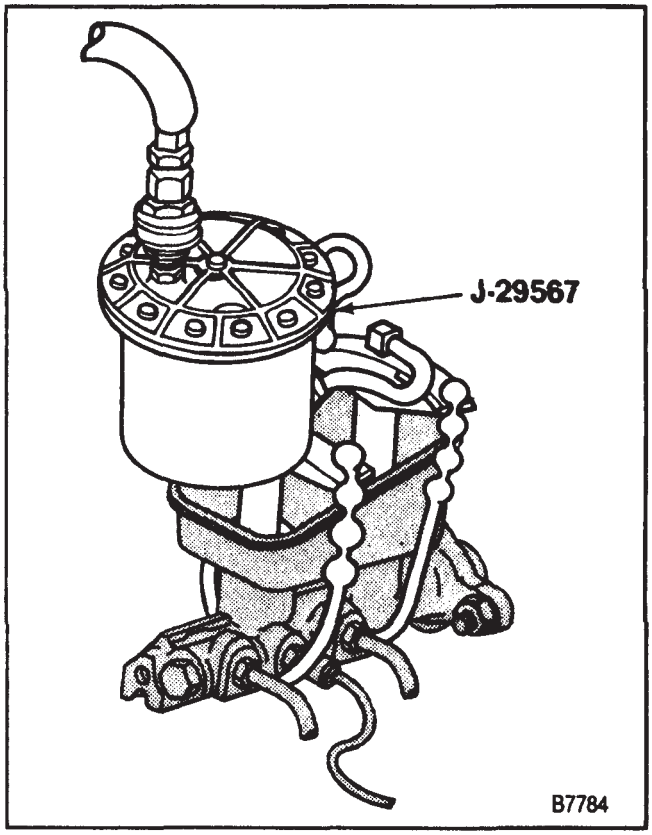

Figure 5—Bleeder Adapter
4. Install the bleeder adapter (figure 5).